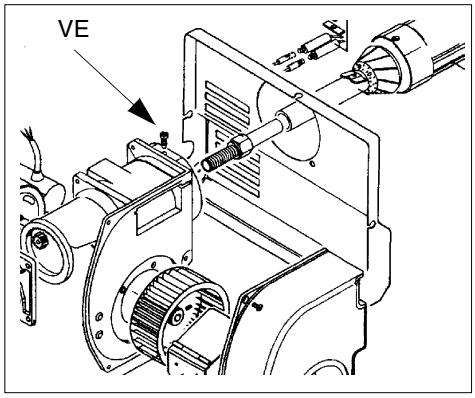
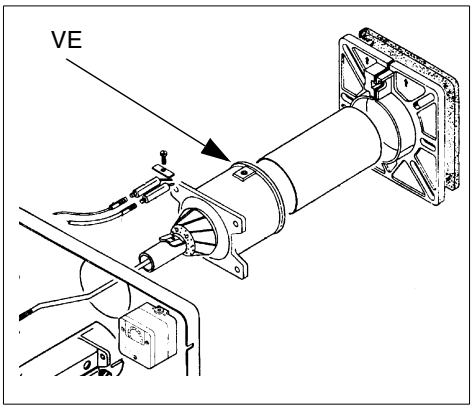
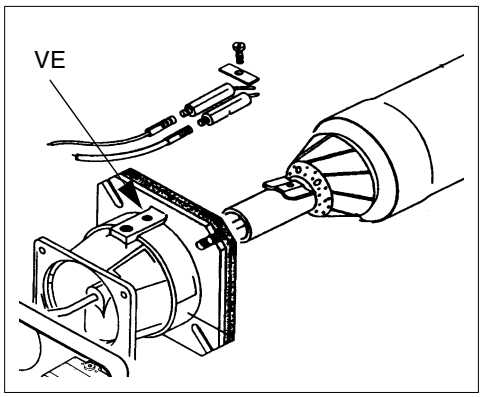

Fig. 31a
Fig. 31b
Fig. 31c
- Desmontaje, limpieza y control del cabezal de combustión (véanse Fig. 31a, Fig. 31b, Fig. 31c);
Tipo S3 (Fig. 31a) y S5 (Fig. 31b)
Tipo S10 - S18 (Fig. 31c)